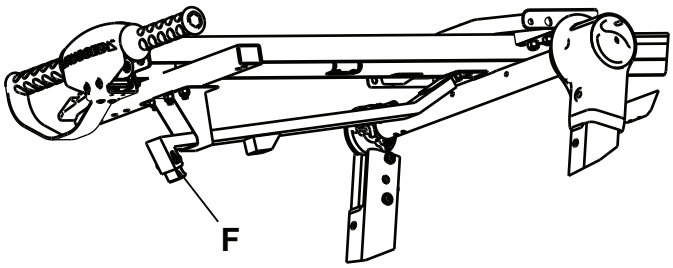

Afbeelding 17 – Haakuiteinde afstellen
2. Test het uitladen van de brancard van een voertuig om te bevestigen dat de veiligheidshaak aansluit op de opvangplaat. Gebruik een M5-inbussleutel om het haakuiteinde (F), zoals nodig, af te stellen om te verzekeren dat de veiligheidshaak en de opvangplaat aansluiten tijdens het uitladen (Afbeelding 17).